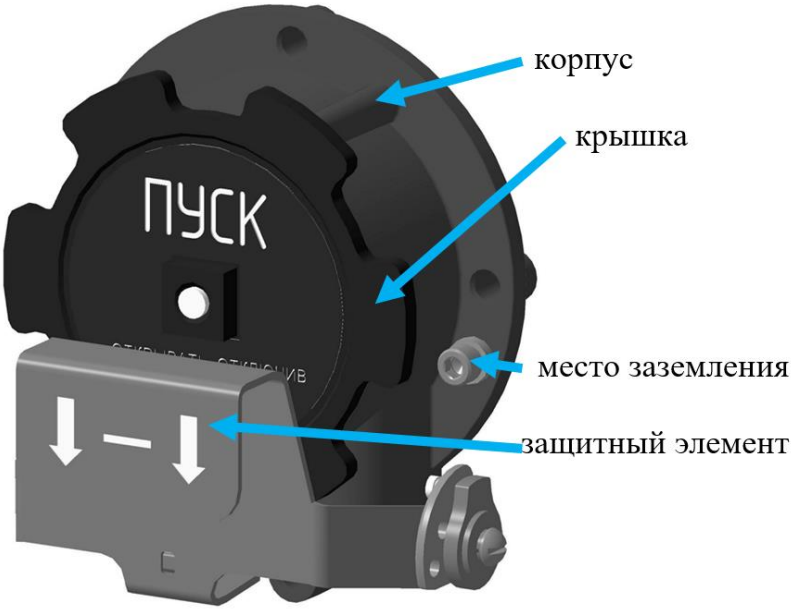

Рисунок 2.
- сместить вниз защитный элемент (см. рисунок 2);